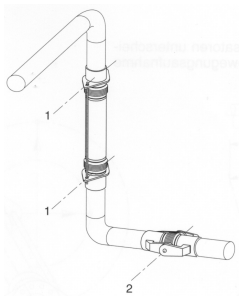

Bild 6
Eine Möglichkeit ist die "Drei-L-Bogensystemanordnung", Lateralkompensator mit einem Angularkompensator. Damit der Rohrbogen im System Kippbewegungen ausführen kann, müssen die beiden Kompensatoren zusammen arbeiten, d.h. dass die über den beiden Zugstangen gedachte Verbindungslinie (1) parallel zur Bolzenachse (2) des Angularkompensators verläuft (Bild 6).